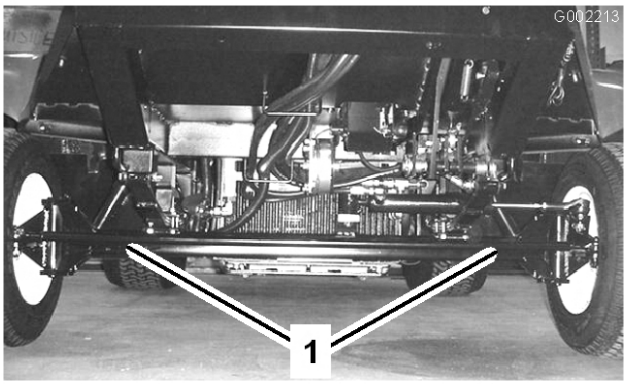
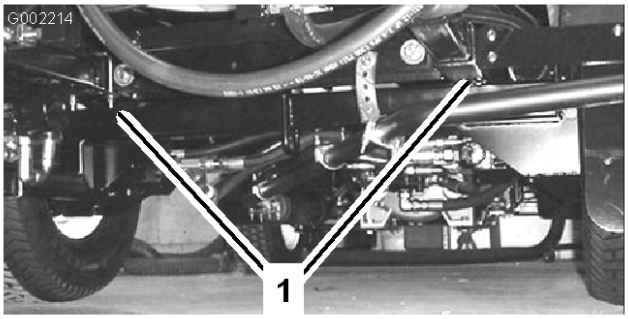

Figur 26
Figur 27
2. Fäst en bogserlina till ramen. Se var de främre och bakre fästpunkterna finns i Figur 26 och Figur 27.